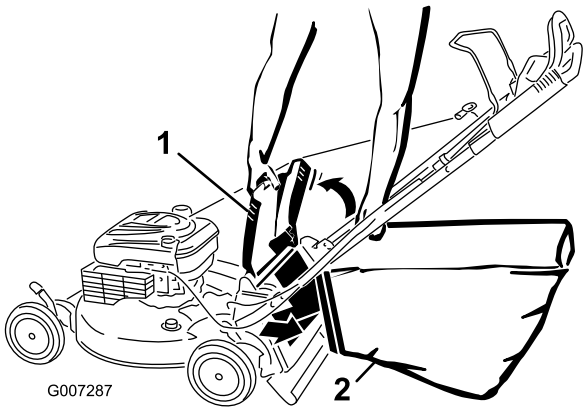

Figura 21
4. Appendete il bordo superiore anteriore del cesto di raccolta sulle apposite tacche (Figura 21).